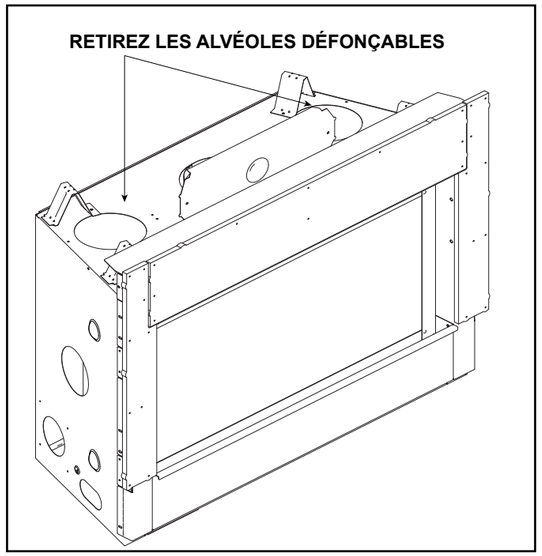

Figure 6.5 Positionnement, mise à niveau et fixation adéquate d'un appareil
- Centrez le collet du conduit ou l'adaptateur de chaleur passive autour du trou exposé et attachez-le à l'appareil. Voir la figure 6.5.
La chaleur passive peut être utilisée avec le HEAT-OUT-GAZ ou un HEAT-ZONE®-GAZ. Les alvéoles défonçables correspondantes, comme illustré à la Figure 6.5, doivent uniquement être utilisées comme il est indiqué. La chaleur passive ne peut être utilisée avec l'ensemble Smart-Wall TV ou un ventilateur optionnel.